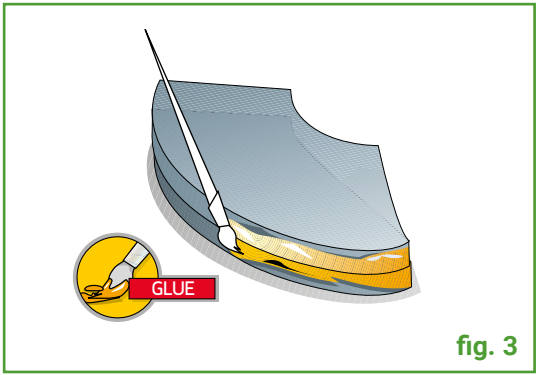

fig. 3
3) Mettre les 2 pièces à plat sur l'autre, et étaler la colle **MATIBLOCK®** sur la plus longue bordure des deux sections (**fig 3**).